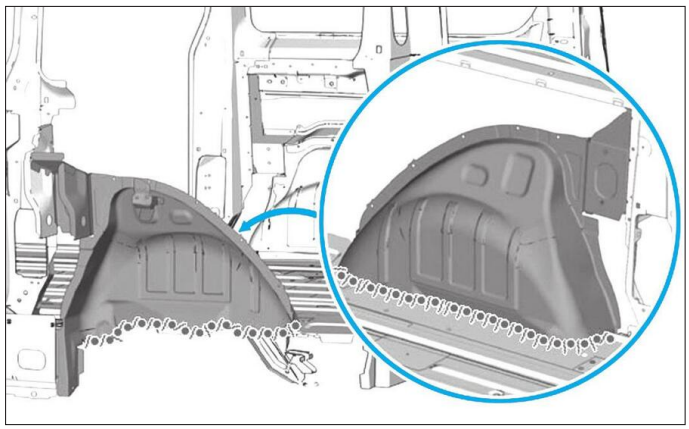

FIG. 104
• Appliquer une couche d'impression phosphatante sur la zone mise à nue **(Fig.104)**